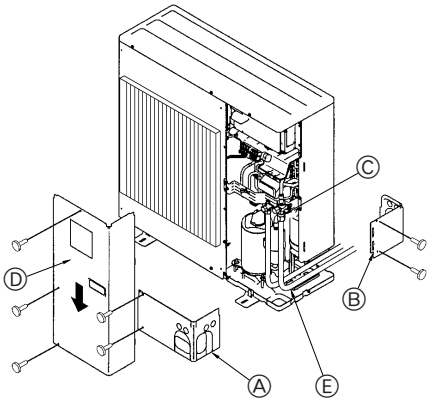

Fig. 4-3
① Ta bort locket, dra handtaget mot dig och vrid motors 1/4 varv för att öppna.
② Kontrollera att stoppventilen är helt öppen, tryck in handtaget och skruva på locket igen.
4.3. Kylmedelsrör (Fig. 4-3)